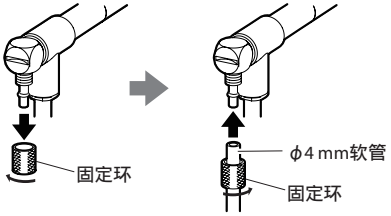

图 2. 装上ϕ4 mm软管
- 对于用于空气吸入口的管道，请使用外径为 ϕ4 mm 的管道。（参见图 2。）